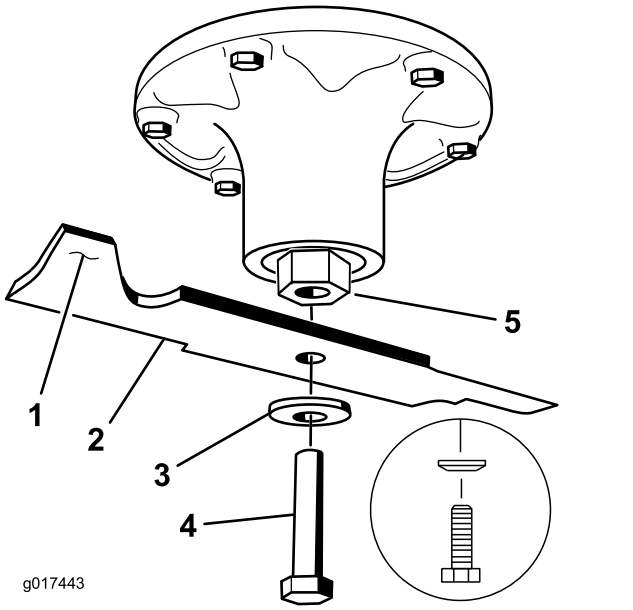

Figure 91
2. Enlevez de l'axe, le boulon, la rondelle bombée et la lame (Figure 91).
1. Placez la lame sur l'axe (Figure 91).
2. Montez la rondelle bombée et le boulon de lame (Figure 91).